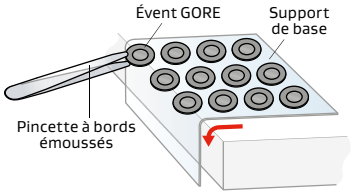

Figure 2 : Distribution manuelle des évents adhésifs
- Vous pouvez utiliser une pincette aux bords émoussés pour prélever délicatement l'évent du support (fig. 2)